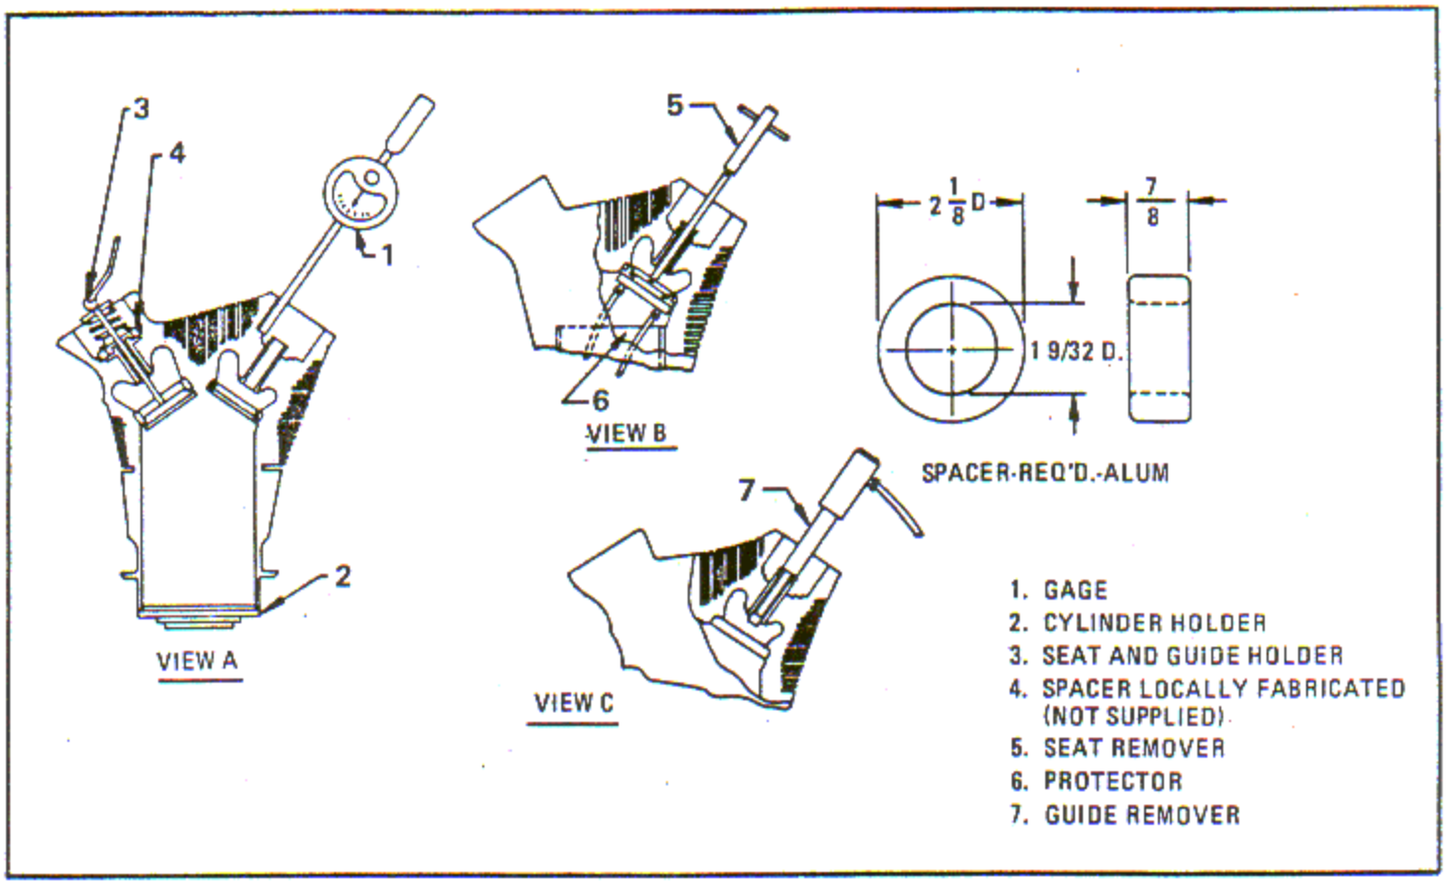

Figure 6-145. Remove Exhaust Valve Seat and Guide
b. Assemble holder (2, figure 6-145, view A), with appropriate details, and a locally fabricated spacer in the cylinder head as shown, to deter intake valve seat and guide movement.
c. Install holder (2) between the rocker arm shaft bushings in each rocker box. The holders will deter bushing movement.
f. Remove the cylinder from the holder and quickly install water cooled remover in the valve seat, piloting the shank of the tool in the exhaust valve guide. See figure 6-145, view B. Expand the remover (5) in the valve seat ID by holding the tool head and turning the shank clockwise with the T handle wrench.
h. If the copper ring (a detail of a copper backseat) does not come out with the seat, place protector (6) in the cylinder barrel. Install remover and tighten the nut to imbed the remover threads in the ID of the copper ring. Insert punch through the exhaust valve guide hole and into the remover hole. Strike the punch until the ring drops out.
i. Install valve guide water cooled remover (7) in the guide ID as shown in figure 6-145, view C. Chill the guide by running cold water through the remover. Allow sufficient time for the guide to shrink, then push it out.